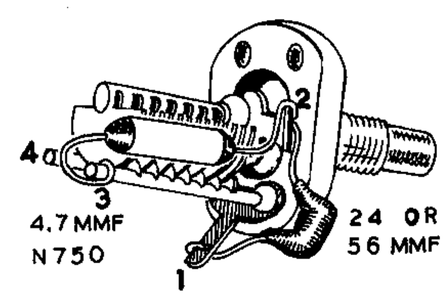

Figure 2A
( ) In a similar manner, on a second 15 mmf midget variable capacitor, connect a 56 mmf small mica capacitor between the stator lug 1 (S1) and the rotor lug 2 (NS). See Figure 2A.
( ) Again, in a similar manner, connect a 24 mmf small mica capacitor between the stator lug 1 (S1) and the rotor lug 2 (NS) on the remaining 15 mmf midget variable capacitor. See Figure 2A.
( ) Keeping leads short, on the 15 mmf variable capacitor with the 56 mmf capacitor previously installed, connect a 4.7 mmf N750 capacitor between the projecting end of the stator bar 3 (S1) and the rotor lug 2 (NS). See Figure 2A. Use care in soldering to the stator bar to prevent solder from running into the capacitor plates.
( ) In the same manner, on the 15 mmf variable capacitor with the 24 mmf capacitor previously installed, connect a 4.7 mmf N750 capacitor between the projecting end of the stator bar 3 (S1) and the rotor lug 2 (NS). See Figure 2A.